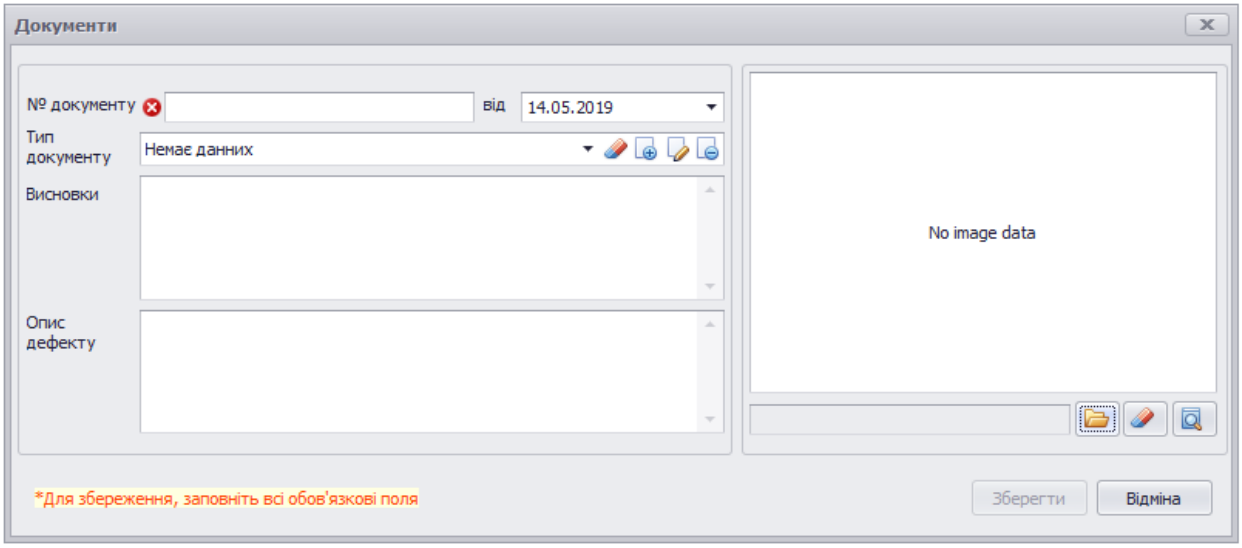

Рисунок 8.7 – Вікно «*Документи*» кнопки «*Прикріпити*»
- «*Сервісні документи*», вся інформація додається до другої таблиці,також є можливість прикріпити скан-копію документу (рис.8.7), редагувати (8.8) та видаляти документ.